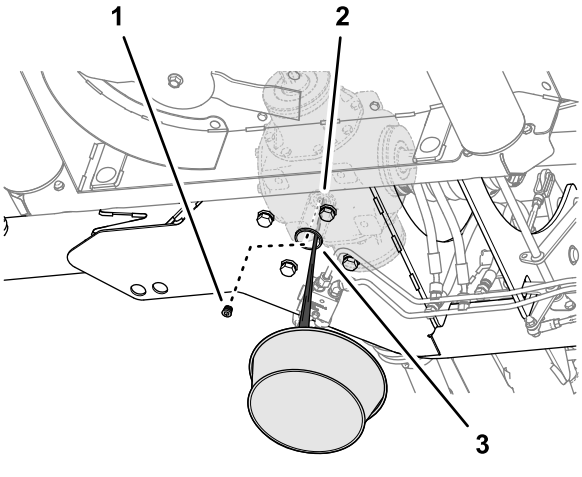

Figur 60
1. Rikta in ett avtappningskärl under hålet (Figur 60) vid åtkomsthålet på gräsklipparens nedre ramplåt.
2. Ta bort avtappningspluggens hylsa från mittväxellådans avtappningsöppning och låt smörjmedlet rinna ut helt (Figur 60).